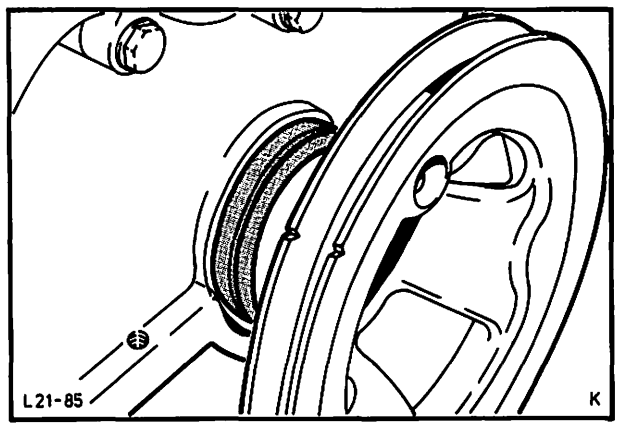

Abb. 118 Stirnraddeckel mit Spezialwerkzeug 21-069 (G3-6059) und Kurbelwellen-Riemenscheibe zentrieren
47. Dichtung auflegen und komplettierten Stirnraddeckel aufsetzen, dabei Deckel mit Hilfe des Spezialwerkzeuges 21-063 bzw. 21-069 (G3-6059) und der Kurbelwellen-Riemenscheibe, Abb. 118, zentrieren. Schrauben mit vorgeschriebenem Drehmoment festdrehen.